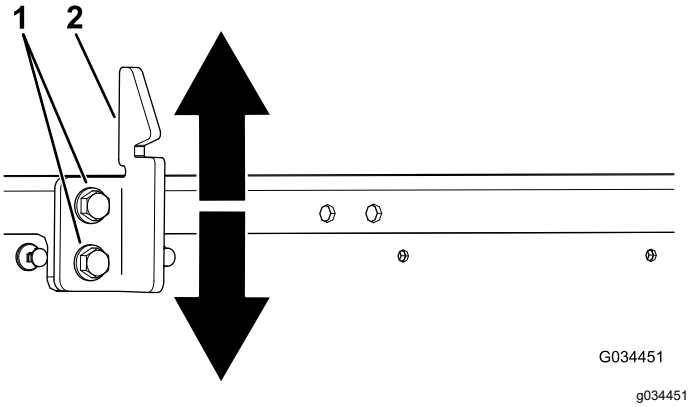

Figuur 56
3. Zet de 2 bouten op het stootvlak van de laadbakgrendel los en zet het stootvlak zoals vereist naar boven of naar beneden (Figuur 56).
4. Draai de 2 bouten van het stootvlak van de laadbakgrendel vast (Figuur 56).